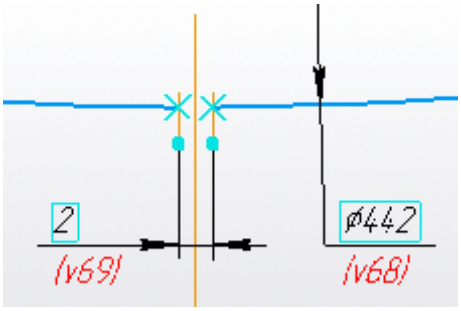

Рис. 1.55
3. Нажмите кнопку Создать эскиз . Постройте окружность диаметром 442 мм. Выполните разрыв шириной 2 мм., используя команду Усечь двумя точками с панели Изменение геометрии. Нанесите размеры. Заканчивается эскиз повторным нажатием кнопки Создать эскиз (рис. 1.55).